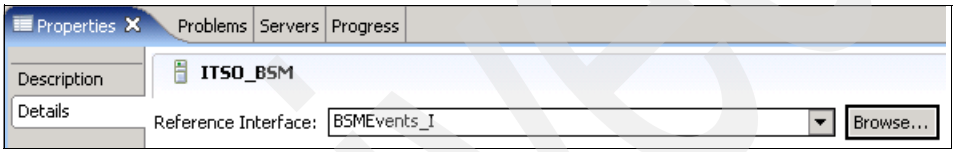

Figure 11-43 Reference partner ITSO_BSM
2. Add a Reference Partner named `ITSO_BSM`. For Reference Interface (for the partner), select **BSMEvents_I**. This reference interface is used to send responses back to the business state machine (Figure 11-43).